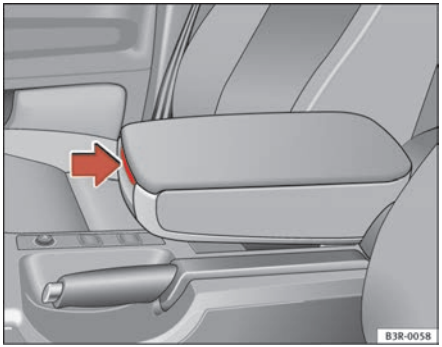

Fig. 113 Armrest between the driver's seat and front passenger's seat
– Press the release lever ⇒ fig. 113. ▶